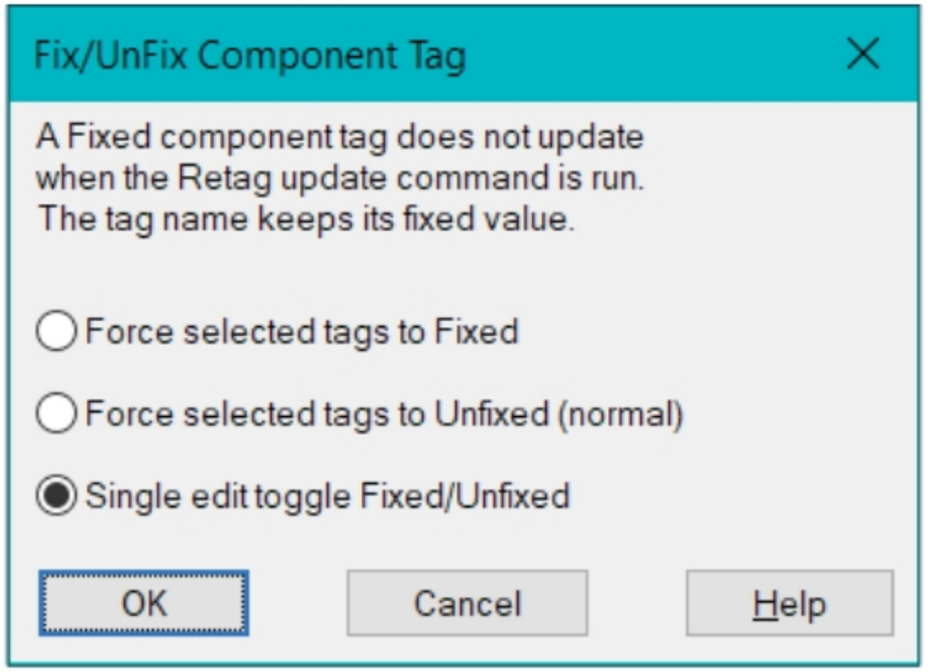

Figure-12. Fix or UnFix Component Tag dialog box
- Click on the **Fix/UnFix Tag** tool from the **Edit Components** drop-down. The **Fix/UnFix Component Tag** dialog box will be displayed; refer to Figure-12.